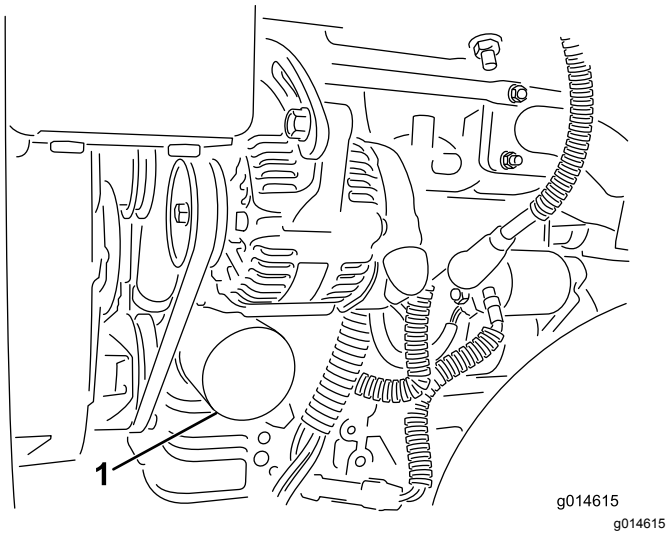

Figure 46
2. Déposez le filtre à huile (Figure 46). Appliquez une fine couche d'huile sur le joint du filtre de rechange.